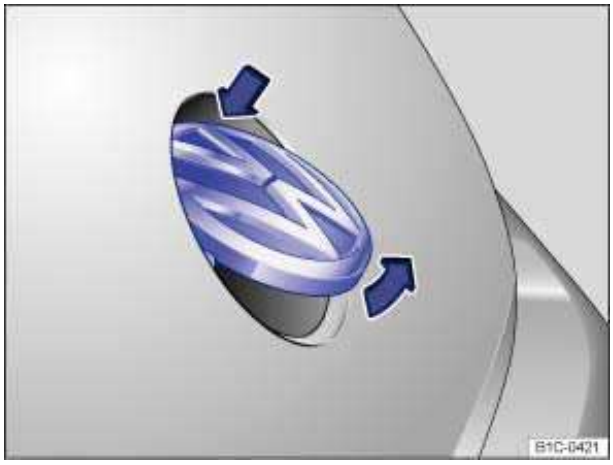

Fig. 26 Opening rear hatch from the outside.
- Using your thumb, press the top of the Volkswagen emblem ⇒ fig. 26 and move the top of the emblem down. Grasp the bottom part of the emblem and pull to lift the rear hatch.